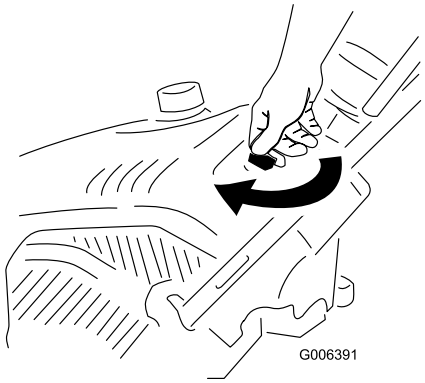

Figur 11
1. Drej tændingsnøglen med uret til positionen tændt (Figur 11).